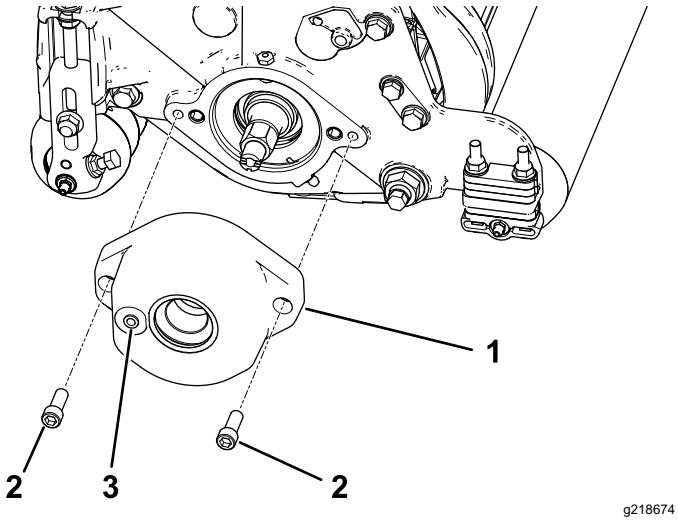

Figure 5
3. Mount the roller-brush housing to the reel-bearing housing with 2 hex-socket bolts; refer to Figure 5.